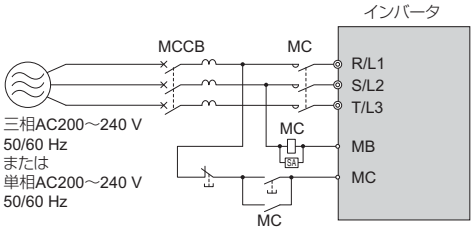
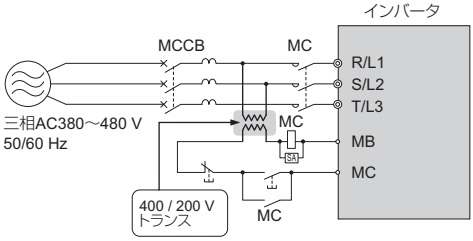

図 7.2 配線用遮断機の接続（単相／三相 200 V 級）
図 7.3 配線用遮断機の接続（三相 400 V 級）
- MCCB を複数のインバータで共用する場合や，他の機器と共用する場合は，図 7.2，図 7.3 のように MC を使用して異常出力で電源を OFF するシーケンスを組んでください。400 V 級電源入力使用時は，400 / 200 V のトランスを接続してください。